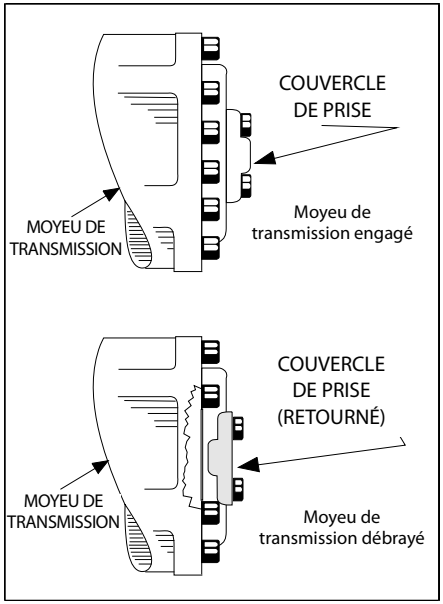

Figure 4-5. Moyeu de transmission engagé/débrayé
2. Débrayer les moyeux de transmission en retournant le couvercle de prise. (Voir Figure 4-5.) Après avoir remorqué la machine, suivre les procédures suivantes :
3. Engager les moyeux de transmission en retournant le couvercle de prise. (Voir Figure 4-5.)